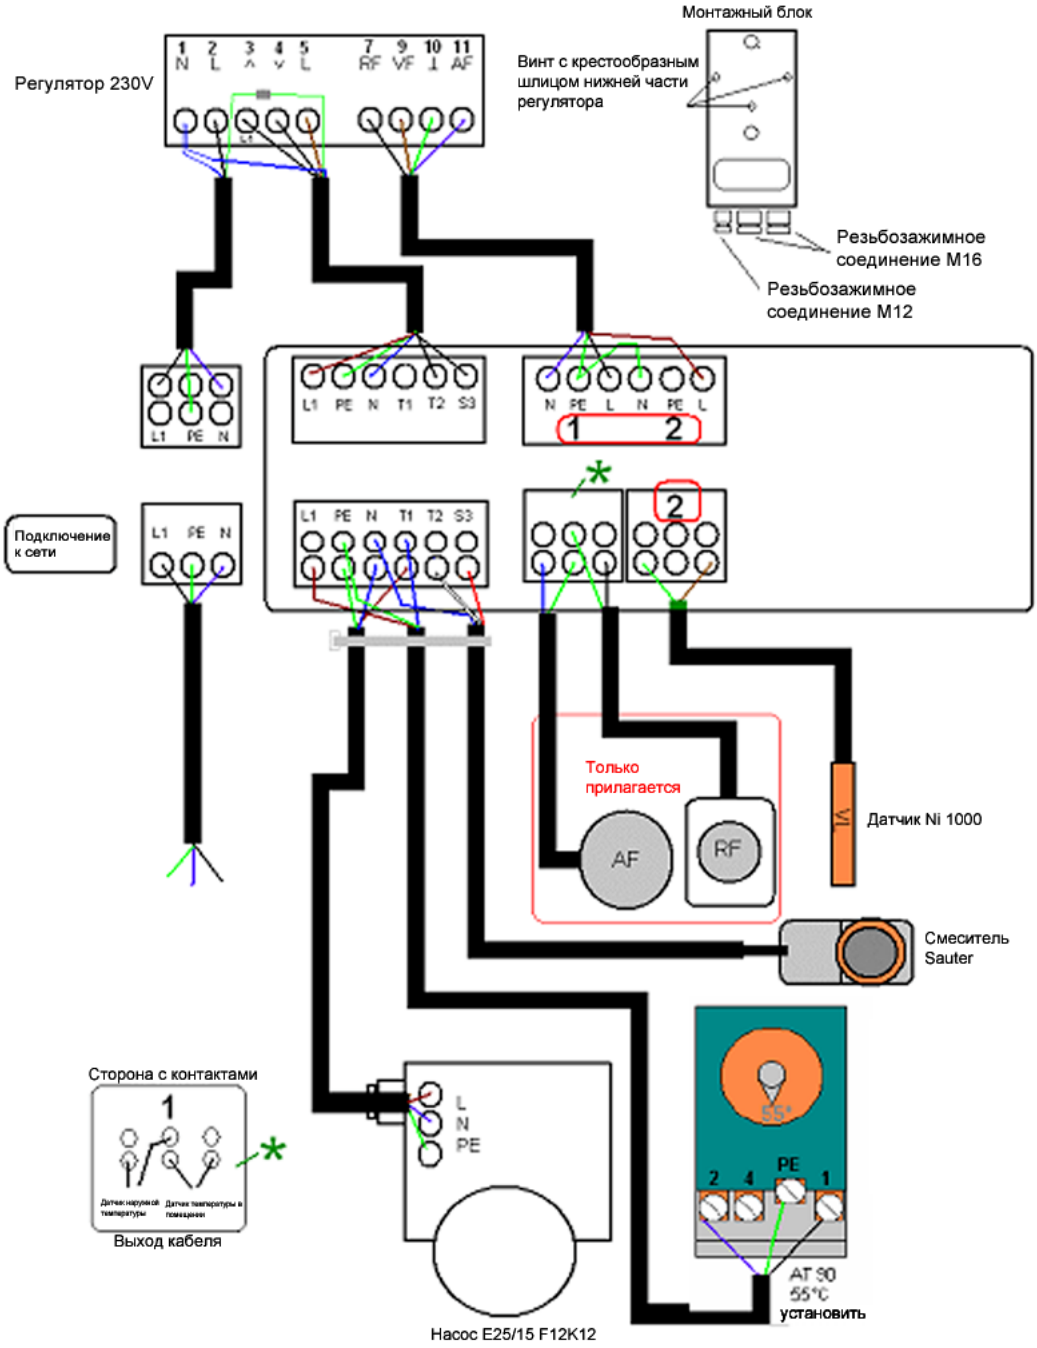

Рис. 5
4.3 Общая схема подключения (Рис. 5 и 6)